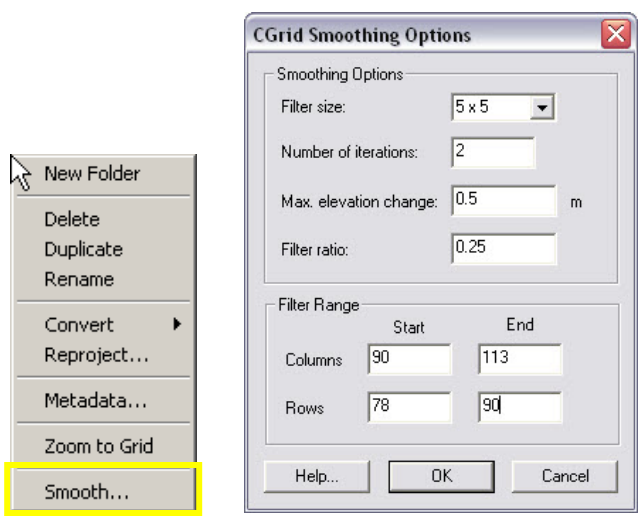

Figure 13. Drop menu of *Cgrid*; *Cgrid Smoothing Options*.
3. Rt-click the *Cgrid* under *Cartesian Grid Data* and click on *Smooth* (Figure 13) and the *Cgrid Smoothing Options* will pop up,